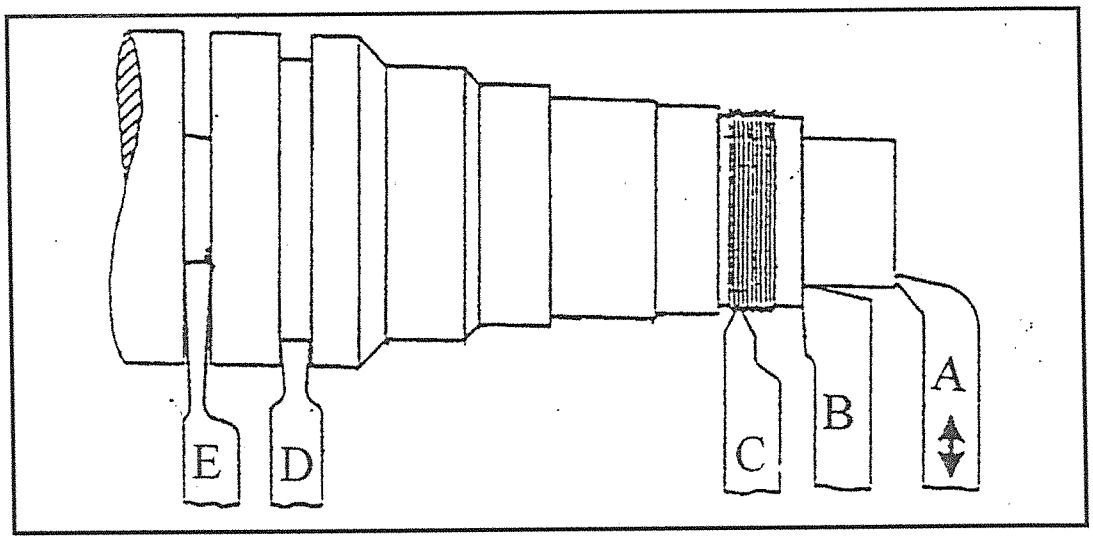

FIGURE 4
4.7 FIGURE 4 indicates various types of centre lathe cutting tools. Write down the letters (A–E) in the ANSWER BOOK and identify the cutting tools.